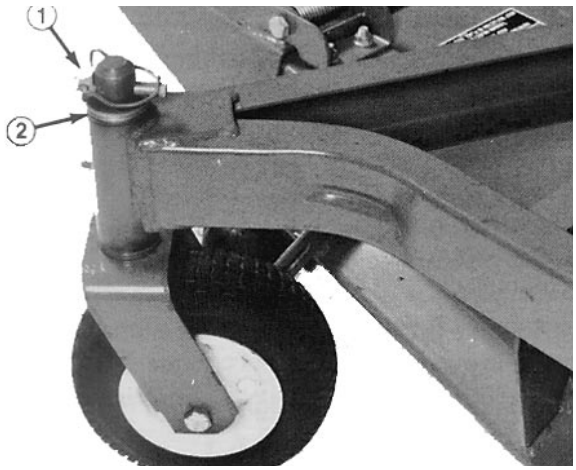

Figure 12
4. Introduire un chasse-goupille en haut ou en bas du tube de montage et chasser le manchon du tube (Fig. 12). Chasser aussi l'autre manchon du tube, puis nettoyer l'intérieur des tubes.